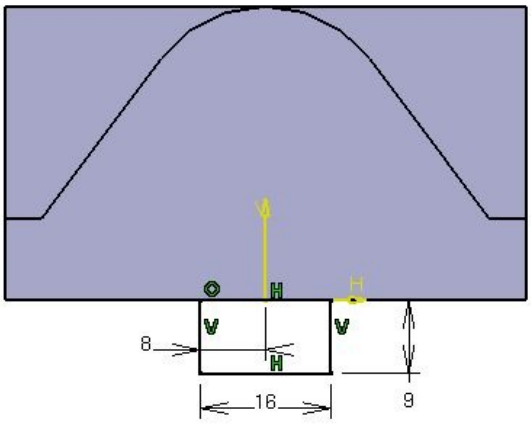

Figure 7-44 *Sketch of the third feature*
c. Create the third feature of the model by extruding a rectangular sketch drawn on the front face of the base feature, refer to Figures 7-44 and 7-45.
2. Draw the sketch of the third feature, as shown in Figure 7-44, and exit the **Sketcher** workbench.